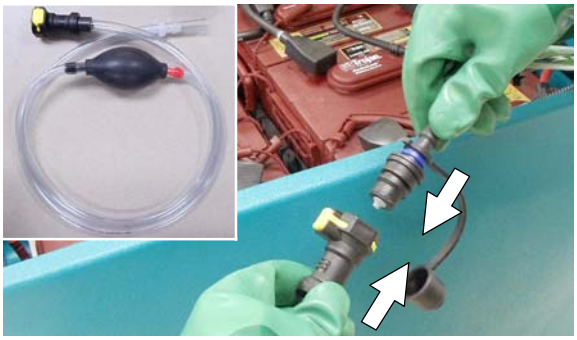

FIG. 139
3. Locate the battery fill hose coupler inside the battery compartment. Remove the dust cap and connect the hand pump hose (Figure 139).